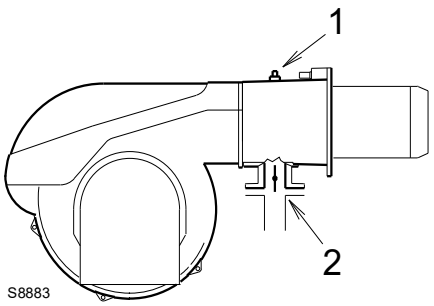

Fig. 18
Pression gaz mesurée à la prise 1)(Fig. 18), avec:
Pression de gaz à la prise 1)(Fig. 18) = 9,0 mbar
Pour connaître la pression de gaz nécessaire sur la prise 1)(Fig. 18), une fois établie la puissance MAX. à laquelle on veut faire fonctionner le brûleur:
– Lire la pression à la prise 1)(Fig. 18).
Pression nécessaire à la prise 1)(Fig. 18).